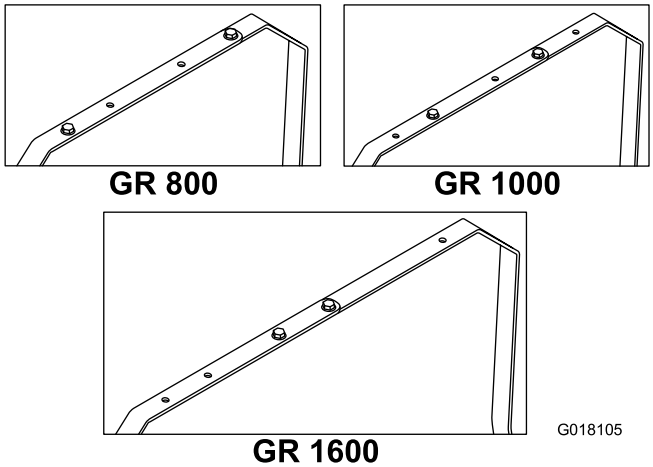

図 1
6. 2本のバーを一緒に固定する；ボルト（5/16 x 1 インチ）2本、ワッシャ2枚、フランジナット2個を使用し、対応するモデルに合わせて図 1に示すように適切な穴を選ぶ。